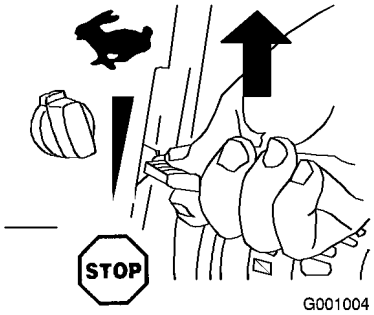

Figura 20
2. Mettete l'acceleratore in posizione Fast (Figura 20).